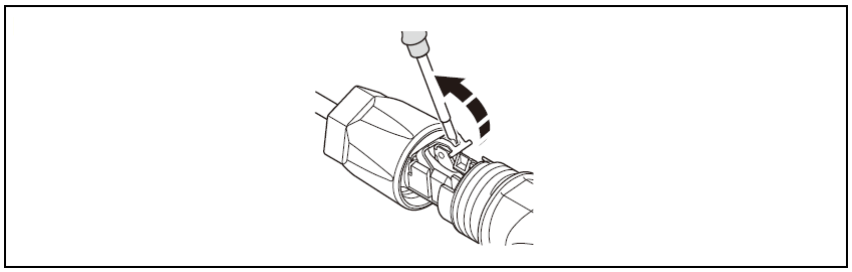

Figure 5-11
3) Ouvrir le ressort à l'aide d'un tournevis (figure 5-11).